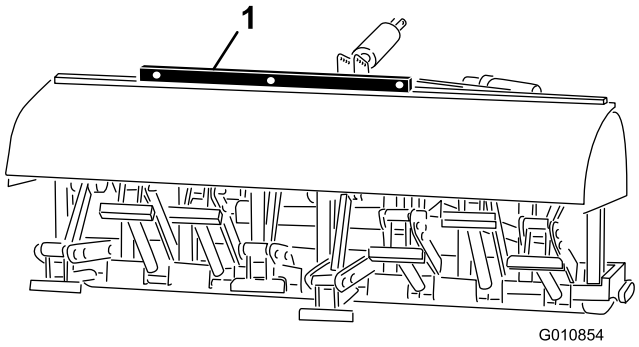

Figur 23
2. Plasser et vaterpass øverst på luftemaskinrammen, for å kontrollere om den står riktig på tvers (Figur 23).